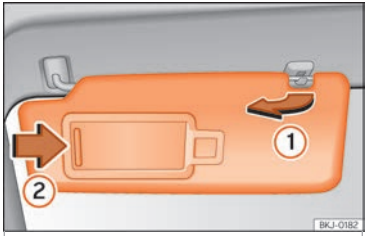

Fig. 108 Sun visor on the driver side.
- The sun visor can be pulled out of its mounting and turned towards the door ››› Fig. 108 ①.